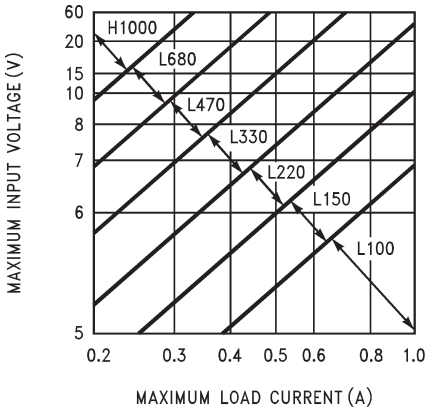
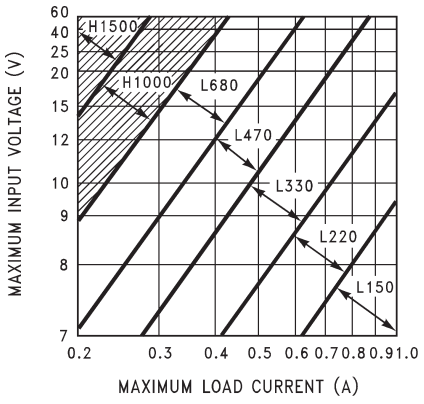
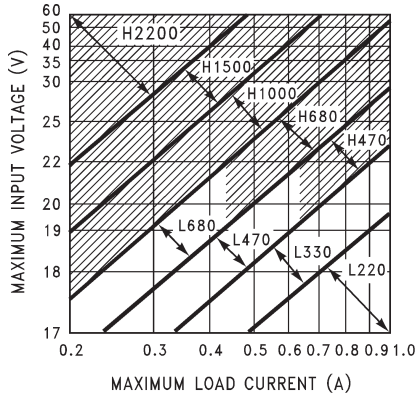

Figure 15. TL2575-33
Figure 16. TL2575-50
Figure 18. TL2575-15
1. Inductor Selection (L1) **A.** From Figure 15 through Figure 18, select the appropriate inductor code based on the intersection of $V_{IN(Max)}$ and $I_{LOAD(Max)}$. **B.** From Table 2, choose the appropriate inductor based on the inductor code. Parts from three well-known inductor manufacturers are given. The inductor chosen should be rated for operation at 52-kHz and have a current rating of at least 1.15 × $I_{LOAD(Max)}$ to allow for the ripple current. The actual peak current in L1 (in normal operation) can be calculated as follows: $I_{L1(pk)} = I_{LOAD(Max)} + (V_{IN} - V_{OUT}) \times t_{on}/2L1$ Where $t_{on} = V_{OUT}/V_{IN} \times (1/f_{osc})$	**1. Inductor Selection (L1)** **A.** From Figure 16 (TL2575-05), the intersection of 20-V line and 1-A line gives an inductor code of L330. **B.** L330 → L1 = 330 µH Choose from: 34042 (Schott) PE-52627 (Pulse Engineering) RL1952 (Renco)